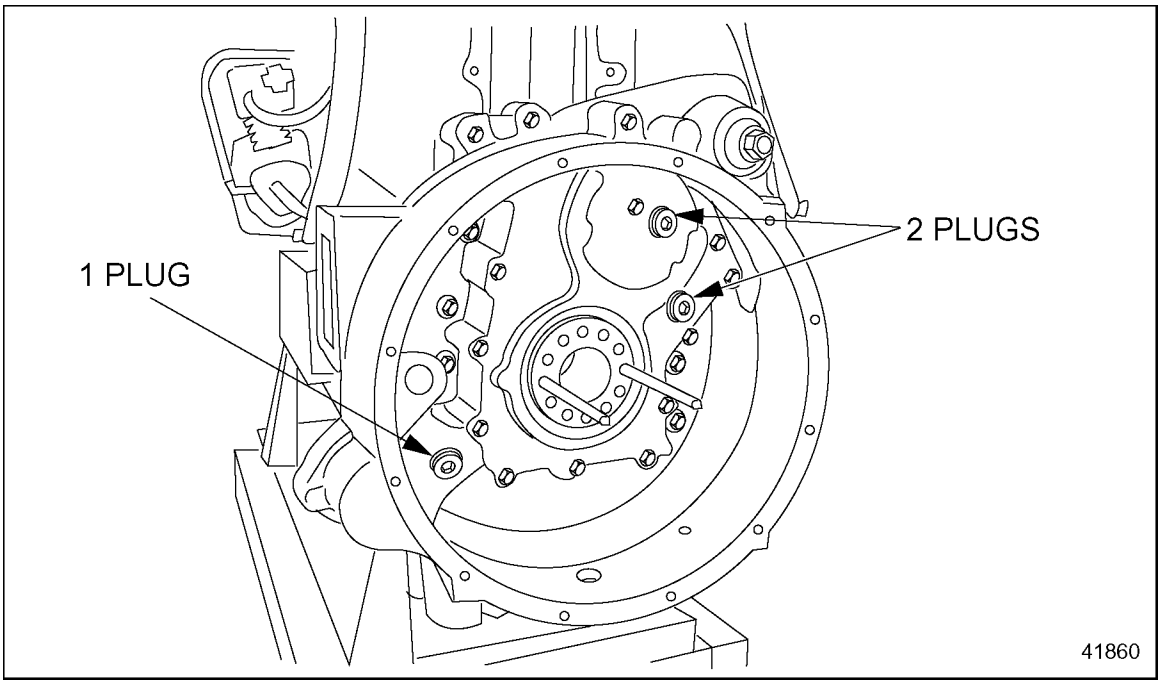

Figure 9-18 Pipe Plugs on the Gear Set Cover Plate
8. Install the two pipe plugs located on the gear set cover plate and plug next to the cranking motor. See Figure 9-18.